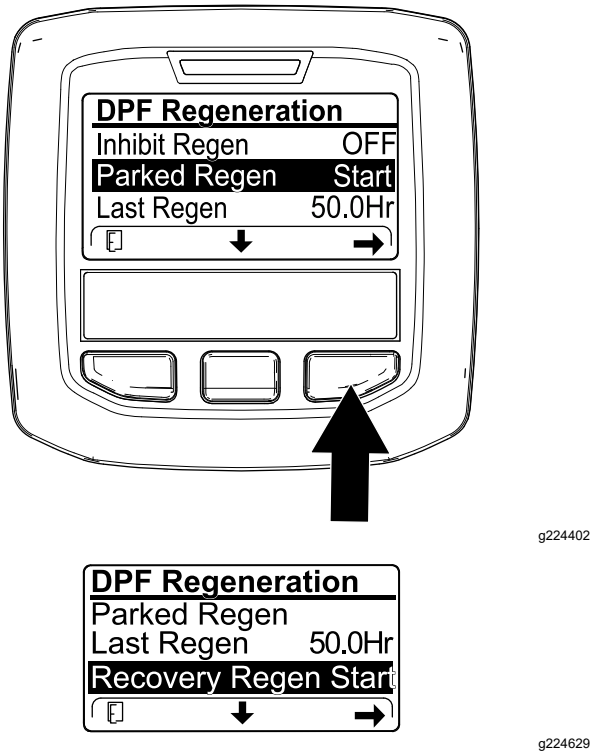

Figur 60
1. Gå till menyn för DPF-regenerering, tryck på mittknappen för att bläddra till antingen alternativet PARKED REGEN START eller RECOVERY REGEN START (Figur 60) och tryck på högerknappen för att starta regenereringen (Figur 60).